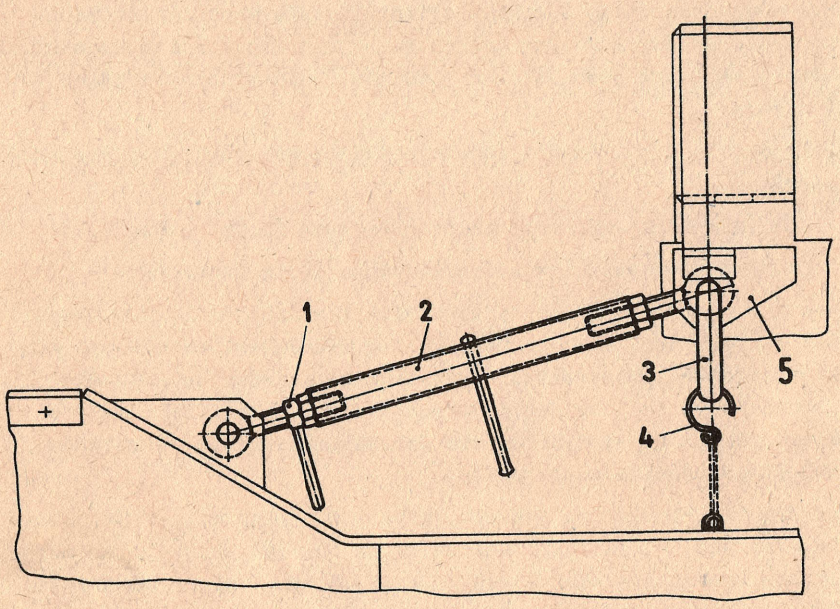

Abb. 5. Arretierung des Oberwagens
5.4.2.5. Arretierung des Oberwagens öffnen (siehe Abb. 5)
a) Kontermutter (1) der Arretierstange lösen.
b) Arretierstange durch Drehen der Spannschloßmutter (2) entspannen.
c) Knebel (3) durch Herausnehmen der Drahtsicherung (4) entsichern, in waagerechte Stellung drehen und herausziehen.